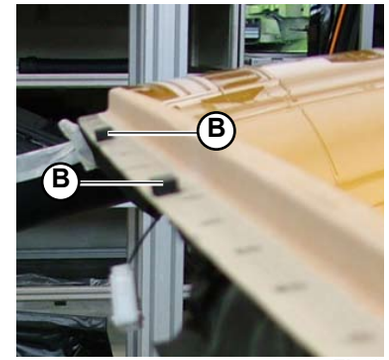

Fig.2
5. Position the rubber spacers (**B-Fig.2**) on the four sides of the body supporting the windscreen (the rubber spacers are 5 mm high).